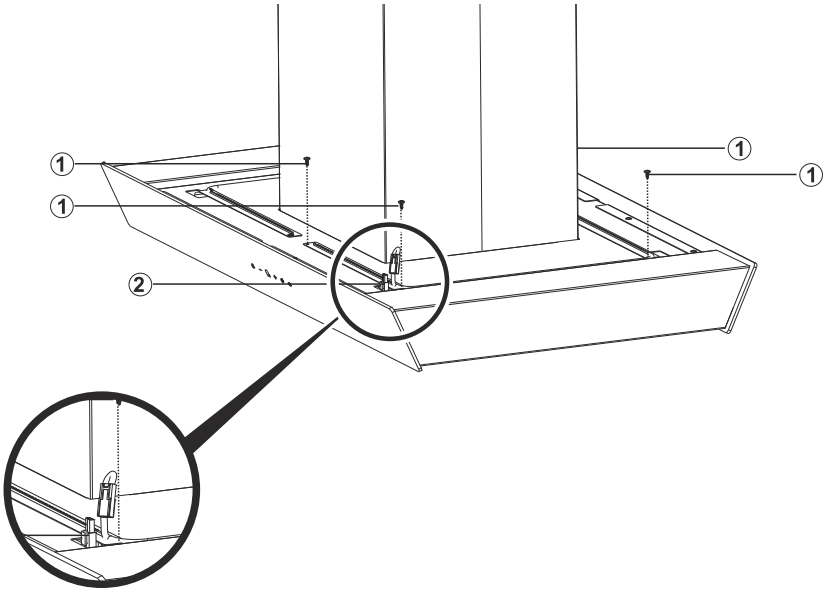

Abb. 22: LED-Modul austauschen
3. Lösen Sie diese Abdeckung ab und tauschen das darauf befestigte LED-Modul aus (Abb. 22).